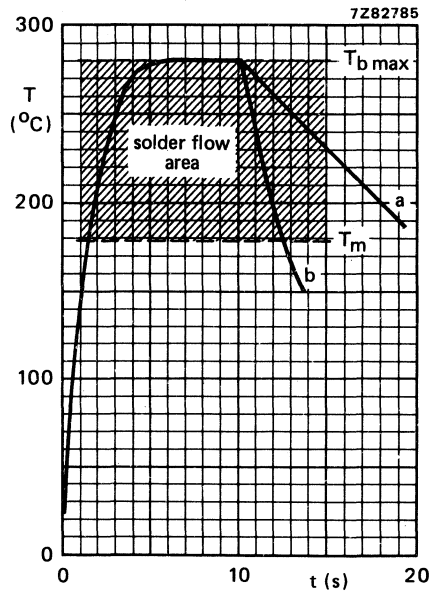

Fig.1 Device temperature during *immersion* soldering.
c. Forced cooling may be applied (see Fig. 1).